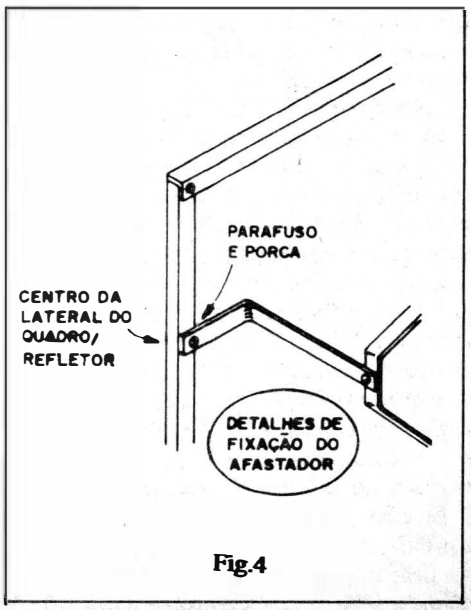

Fig.4
- **FIG. 4** - Detalhes da fixação da "borboleta" ao quadro/refletor, via afastadores em "L" (descritos na fig. anterior). Observar (isso é IMPORTANTE...) que o "braço" menor do afastador em "L" deve ser parafusado bem no **centro** da respectiva lateral do quadro/refletor (isso em cada lado da nossa antena). Pequenas diferenças no dimensionamento podem ser corrigidas "na forçada", no momento dessa fixação... Se o material utilizado foi o alumínio, uma "entortadinha" aqui, outra ali, ajudará, a fazer o conjunto posicionar-se... Durante essas eventuais "entortadinhas", contudo, lembrar do seguinte: NÃO deformar o quadro/refletor, NÃO deformar o duplo quadrado da "borboleta" e MANTER a distância de afastamento (10,6 cm.)entre o quadro/refletor e a "borboleta"... Se esse ajustamento obrigar que o "L" dos afastadores "perca" um pouco dos seus precisos 90º da dobra, não tem importância... Também não se preocupe se o "braço" menor acabar com tamanho diferente dos 5,6 cm. recomendados (isso é um parâmetro puramente mecânico, que **não** influenciará no funcionamento da antena...).